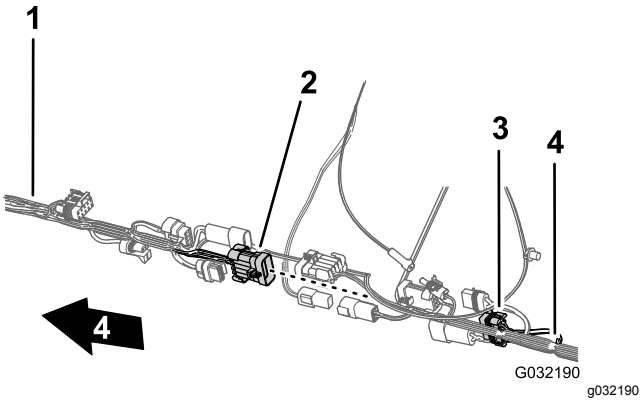

Figur 119
6. Anslut kontakten med tio stift på det främre kablaget för sprutarkablagekopplingen till kontakten med tio uttag på det bakre kablaget för sprutarkablagekopplingen (Figur 119).